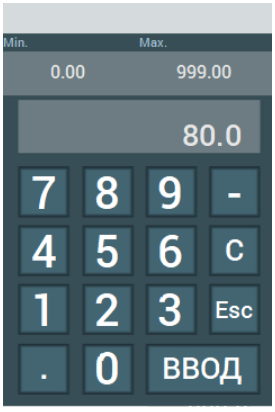

Рис. 6.4 Цифровая клавиатура для ввода значений
1. Нажать на значение в сером прямоугольнике, появится цифровая клавиатура (Рис. 6.4).